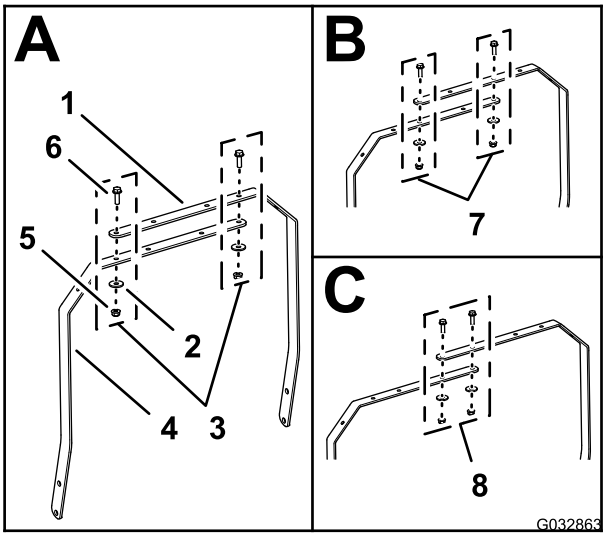

Figuur 9
- **Serie 800 machines**— lijn de 2 gaten van de linker steun van de lampset en rechter steun van de lampset uit zoals in A van Figuur 9.
- **Serie 1000 machines**— lijn de 2 gaten van de linker steun van de lampset en rechter steun van de lampset uit zoals in B van Figuur 9.
- **Serie 1600 machines**— lijn de 2 gaten van de linker steun van de lampset en rechter steun van de lampset uit zoals in C van Figuur 9.